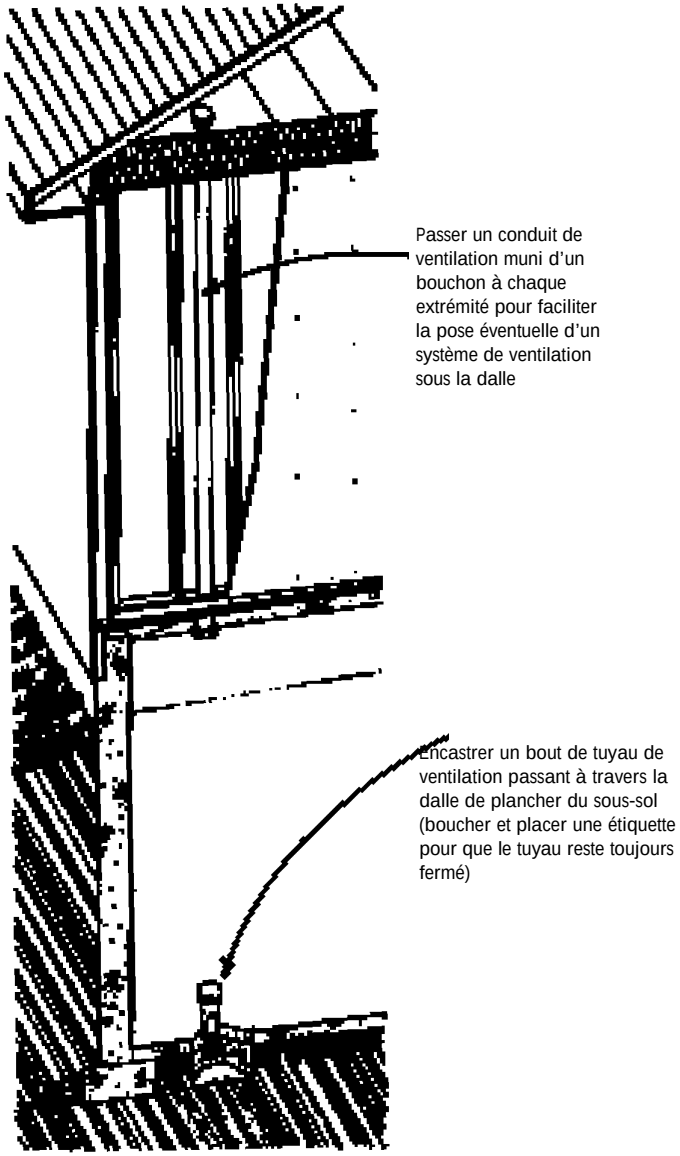

Figure 21. Prévoir la dépressurisation active du sol
- Insérer dans la dalle de plancher un petit tuyau de PVC d'au moins 100 mm (4 po) de diamètre (voir la **Figure 21, page 31**). Le conduit doit être muni d'un bouchon et porter une étiquette avisant de toujours le tenir fermé. Pour faciliter l'installation du système une fois la maison construite, faire passer un autre tronçon de tuyau du sous-sol jusqu'à 450 mm (18 po) au-delà du niveau du plafond sous le vide sous toit. Le conduit doit être muni d'un bouchon à ses deux extrémités.